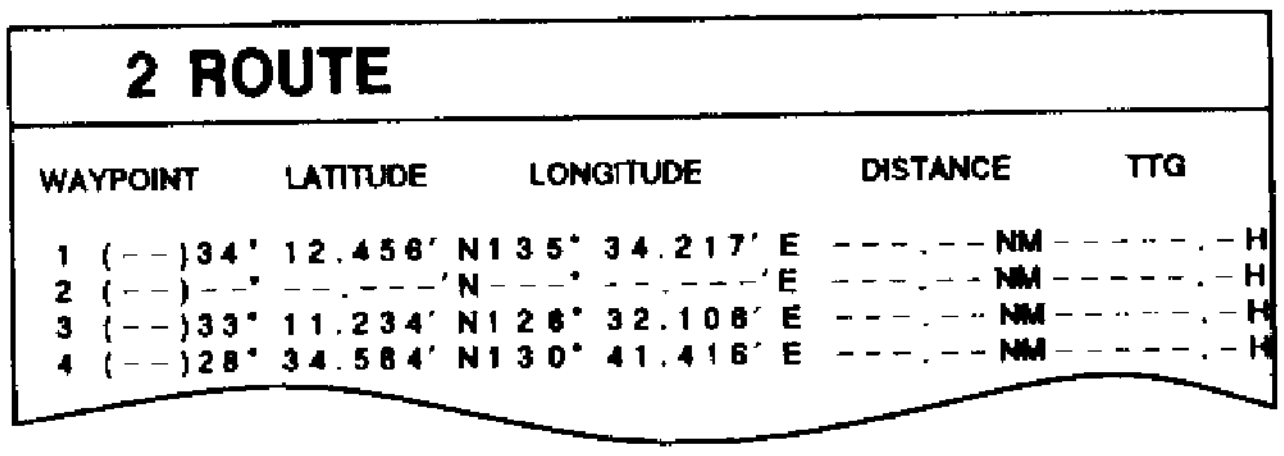

Figure 3-9 ROUTE list, showing deleted waypoint
5. Press **CLR**. In Figure 3-9, for example, position data for waypoint no. 2 is deleted. The next time you select the route, all route waypoints are automatically renumbered.